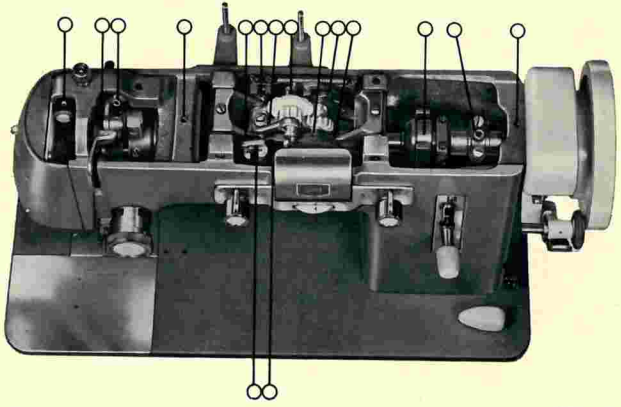

Abb. 56
1. Den Ständer (Abb. 56) – dafür den Ständer- und Lichtdeckel aufklappen.